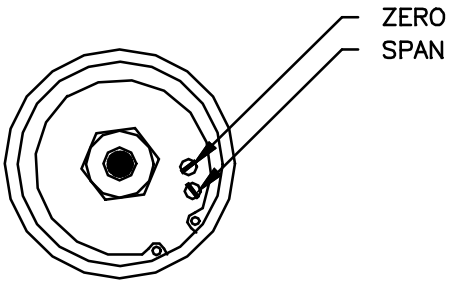

Figure 1
1. Remove the metal tape[1] from the transducer lid to expose screwdriver slot adjustments of the calibration potentiometers (See Figure 1).